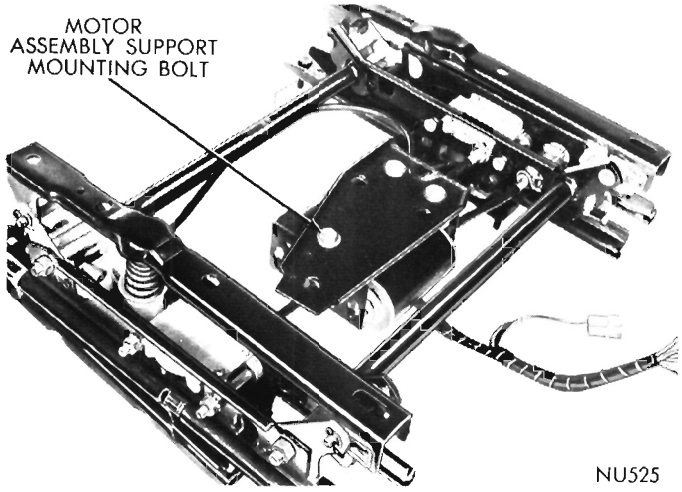
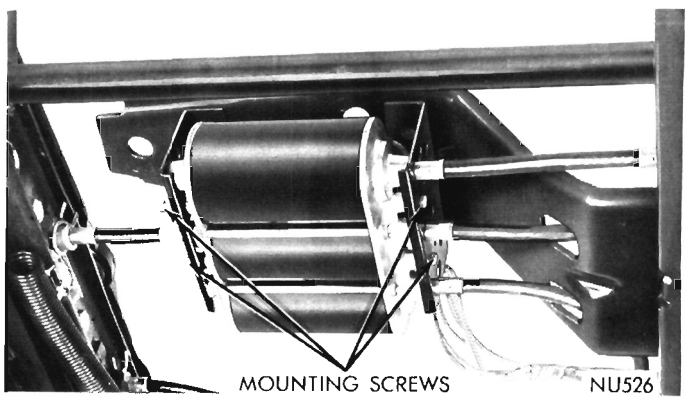

Fig. 3—Mounting Bolt Location
Fig. 4—Motor Mounting Screw Location
(1) Remove seat assembly from vehicle following procedure outlined under "Seat Assembly and Adjuster."
(2) Lay seat assembly on its back on some clean object.
(3) Remove bolt which holds motor to support (Fig. 3). Then remove mounting (Fig. 4) screws.
(4) Carefully disconnect housings and cables from motor assembly.